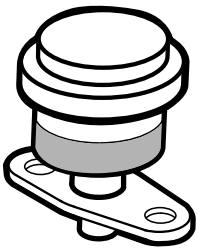

Figuur 39
Geef het primaire luchtfilter uitsluitend een onderhoudsbeurt als de onderhoudsindicator (Figuur 39) dit aangeeft. Als u het luchtfilter vervangt voordat dit nodig is, wordt alleen maar de kans vergroot dat er vuil in de motor komt als het filter wordt verwijderd.
1. Controleer de blokkage-indicator van het filter. Als de indicator rood is, moet het filter vervangen worden (Figuur 39).